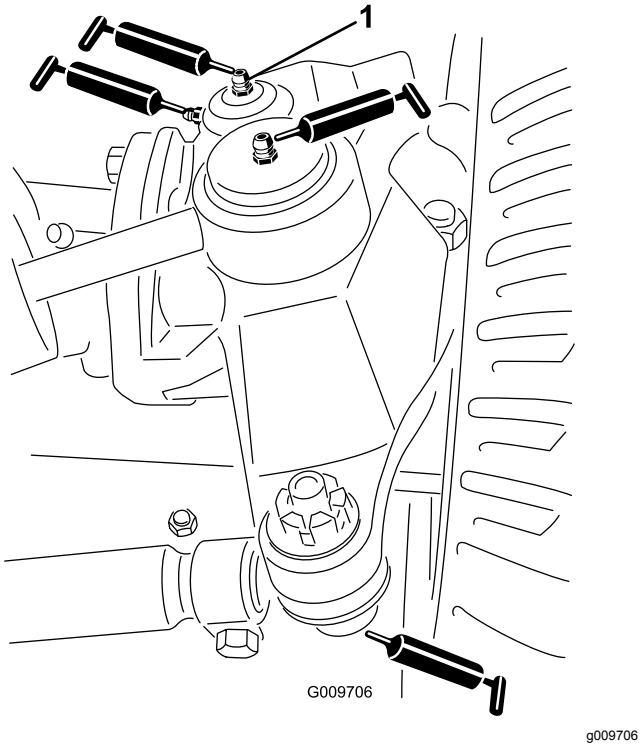

Figur 45
- Styretøjscylinderens kugleled (2) (Figur 45)
- Forbindelsesstangens kugleled (2) (Figur 45)
- Styreboltsbøsninger (2) (Figur 45). **Den øverste fitting på styrebolten bør kun smøres en gang om året (2 pumpeslag).**